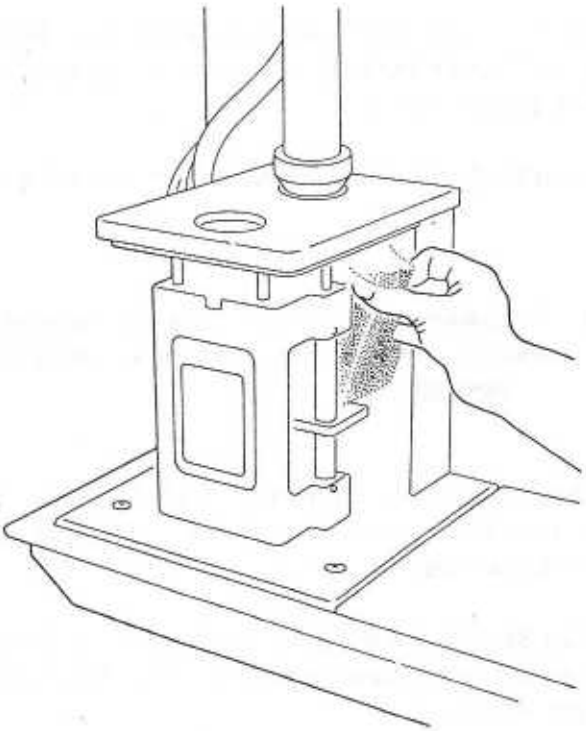

Bild 5
11. Stellen Sie sich vor die rechte Seite des TMA. Fassen Sie den oberen Schaumstoffklotz an seiner oberen Kante, und ziehen Sie ihn vorsichtig nach rechts heraus (s. Abb. 5).